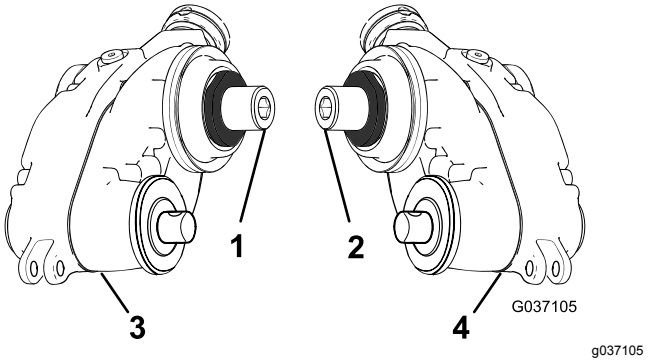

Figur 7
1. Finn trimsatsdrivhuset for venstrekjøring og trimsatsdrivhuset for høyrekjøring. Se Figur 7.